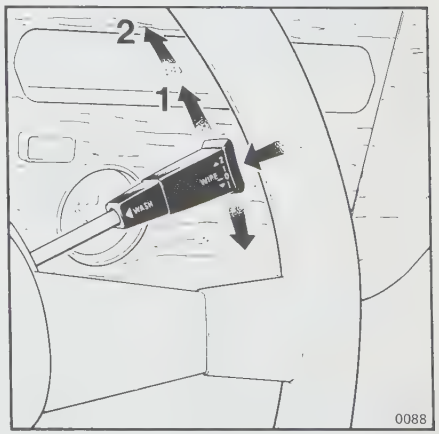

Fig. 5
Windscreen Wiper and Washer Control (8) (Fig. 5)